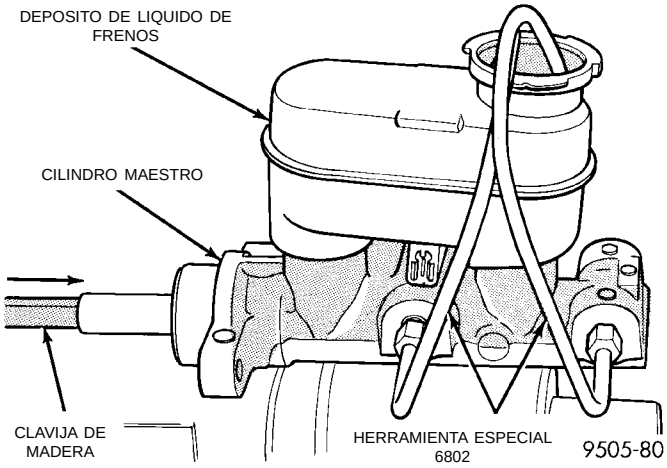

Fig. 38 Purga del cilindro maestro
(2) Llene el depósito de líquido de frenos con un líquido que cumpla las especificaciones DOT 3, tal como Mopar o equivalente.
(3) Mediante una clavija de madera (Fig. 38), apriete lentamente el vástago de pistón y permita después que los pistones vuelvan a su posición de retorno. Repita esta operación varias veces hasta expulsar todas las burbujas de aire del cilindro maestro.